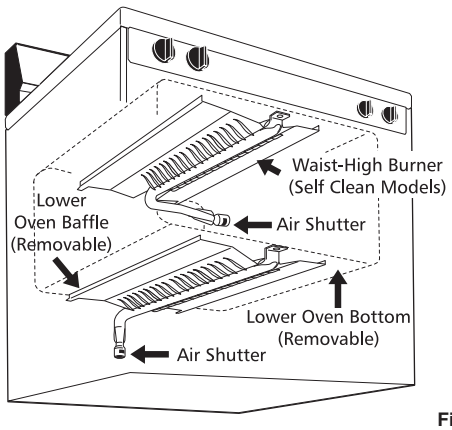

Fig. 12
a. Observe the flame to determine if the broiler burner flame is properly adjusted. It should be steady with approximately 1" blue cones and no yellow or orange flame tips (See Fig. 12).